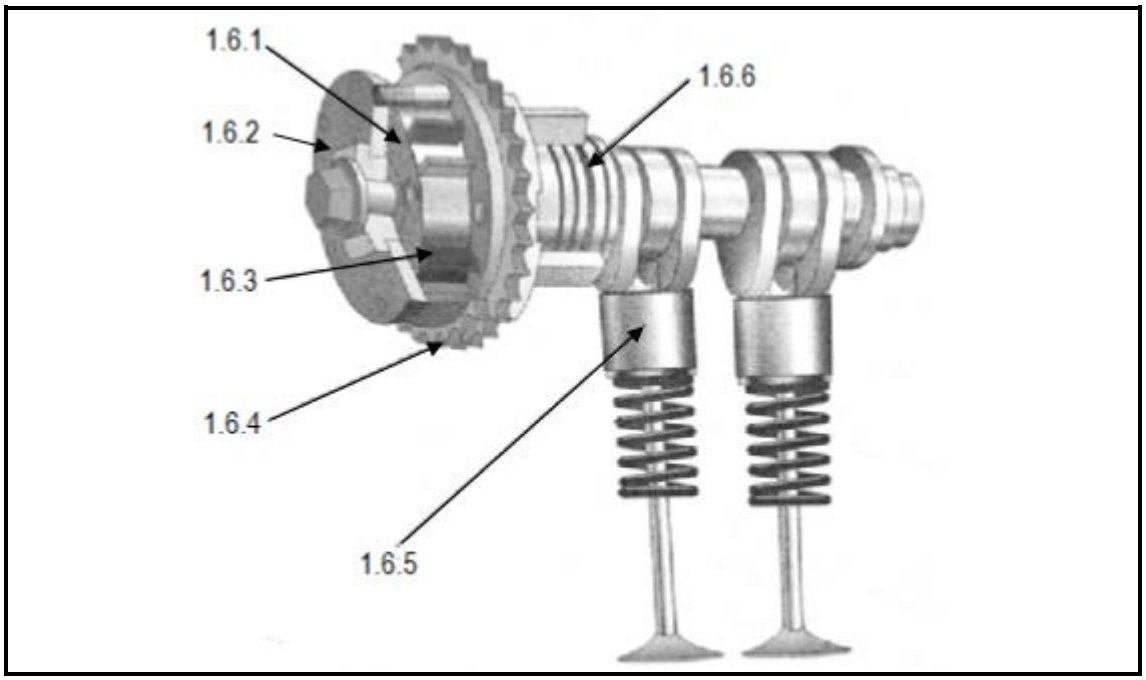

FIGURE 1 (6)
1.6 Name the components of the variable cam timing labelled in FIGURE 1 below. Write only the answer next to the question number (1.6.1−1.6.6) in the ANSWER BOOK.